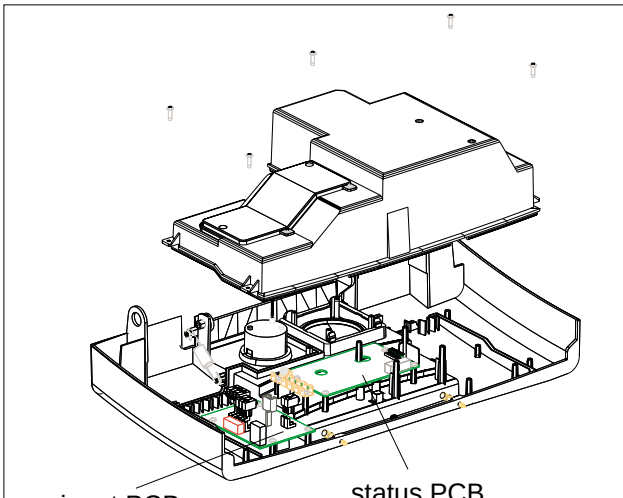

Fig. 32
6.23 INPUT PCB & STATUS PCB (fig. 32)